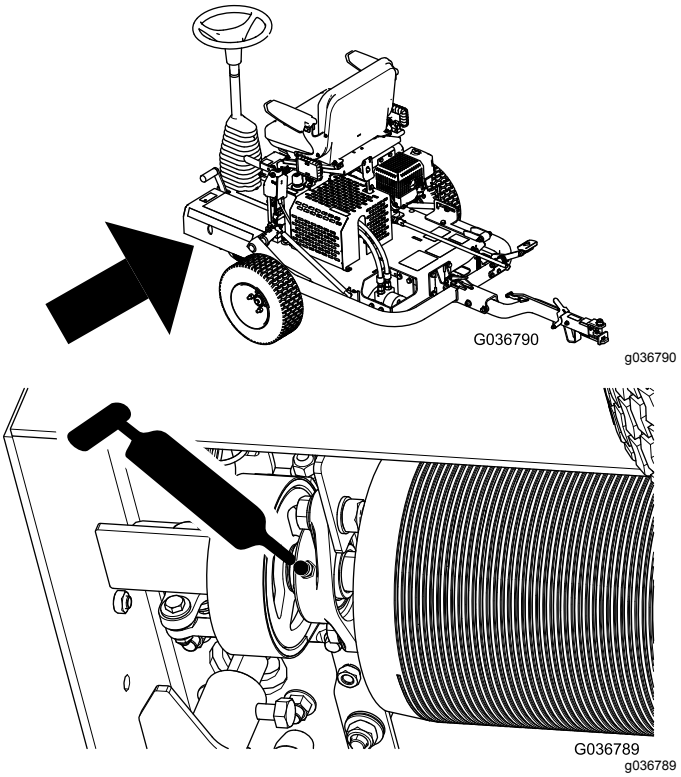

Figuur 29
2. Pomp smeervet in de smeernippel zoals getoond in Figuur 29.